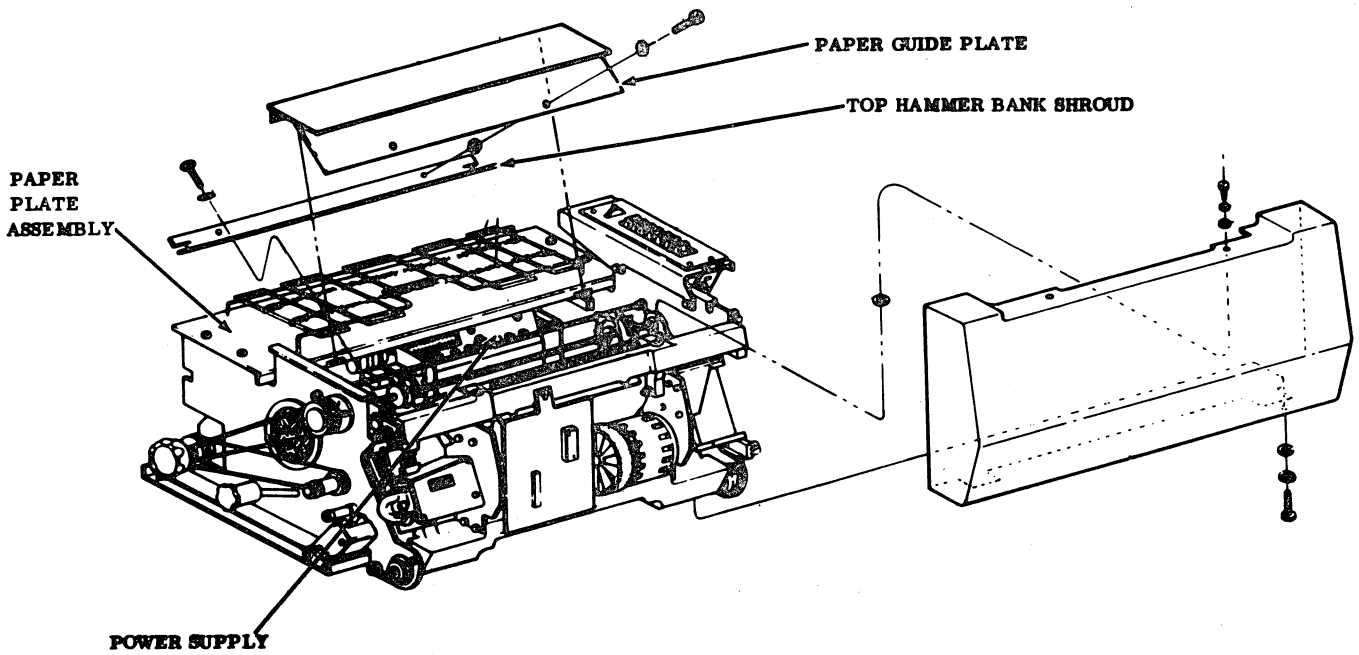

Figure 6F-48. Paper Guide Plate and Top Hammer Bank Shroud Removal Guide
4. For the print density adjustment, slightly loosen the two mounting screws at the striker position (figure 6F-49). The print density is increased by moving the striker forward. Decrease the density by moving the striker backward. To move a striker back, remove the lower front hammer bank shroud and tap the striker back using a punch.